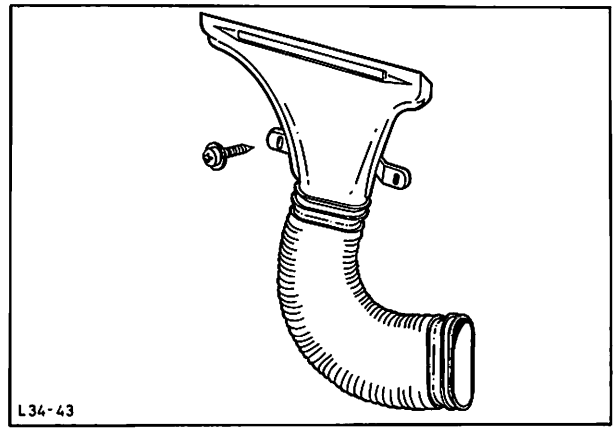
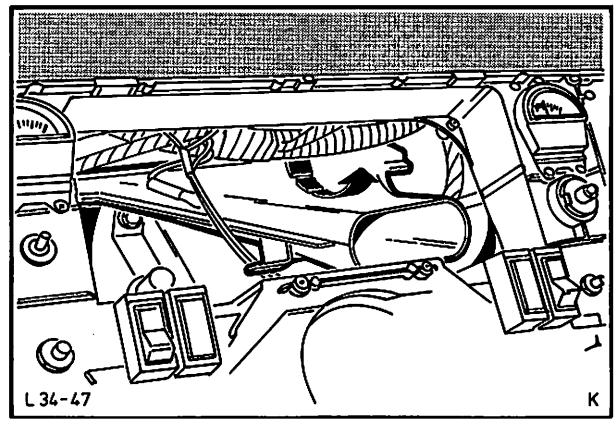

Abb. 54 Entfrosterdüse links ausbauen
Abb. 55 Entfrosterdüse schwenken und herausnehmen
5. Luftschlauch von der Entfrosterdüse abziehen und Düse ausbauen (2 Schrauben), Abb. 54, dabei Entfrosterdüse hinter dem Hauptkabelstrang führen, zur Öffnung – Kombiinstrument schwenken und herausnehmen, Abb. 55.